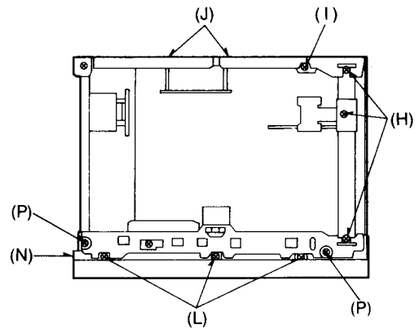

Fig. 3
• Remove 2 latches (J) (see fig. 3 and 4).
Procedure 1 ➡ 4	• Remove 2 screws (F) and 4 screws (M) (see fig. 2). • Remove 2 screws (E) (see fig. 2). • Remove 3 screws (L) and one screws (N) (see fig. 3). • Push the eject button (O) to open the cassette lid assembly (see fig. 1).
Procedure 1 ➡ 5	• Remove 5 screws (D) and 4 screws (M) (see fig. 2). • Remove 3 screws (L) 2 screws (P) (see fig. 3).